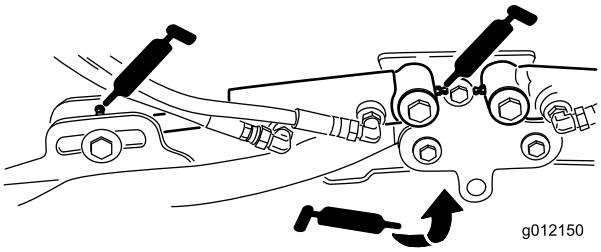

Figur 54
- Klippenheternas lyftarmscylindrar (2 var) (Figur 54)
- Lyftarmens svängtappar (1 var) (Figur 54)